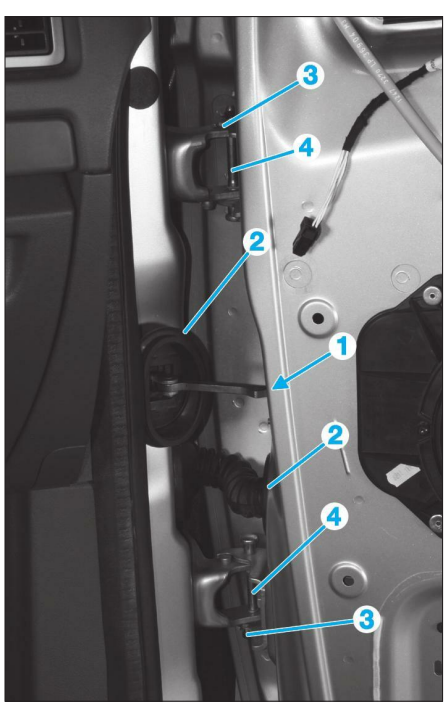

**Fig. 89**
• Déposer la vis (1) du tirant de porte **(Fig.89)**.
• Dégrafer les soufflets d'étanchéité (2).
• Déposer les circlips (3).
• Déposer les axes des charnières (4).